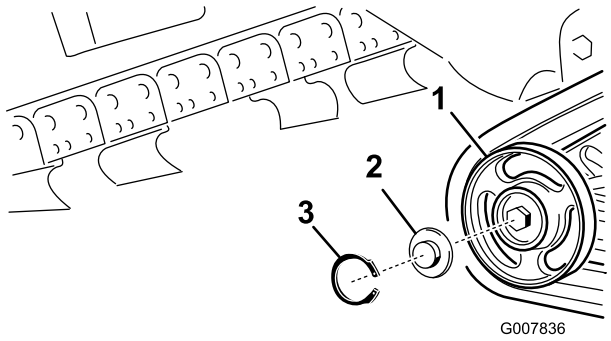

Figur 52
2. Ta bort låsringen och hatten från väghjulet (Figur 52).
3. Kontrollera smörjningen under hatten och runt packningen (Figur 52). Om den är smutsig, sandig eller förbrukad gör du rent så att allt fett försvinner, byter packningen och smörjer igen.
5. Sätt den infettade väghjulshatten över skruvhuvudet (Figur 52).
6. Fäst väghjulshatten med låsringen (Figur 52).